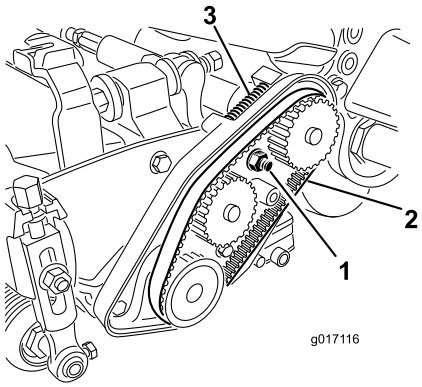

Figur 48
A. Løsn lejehusets monteringsmøtrik (Figur 48).
C. Fjern eventuelt snavs indvendigt i drivremmens kammer og omkring trykfjederen (Figur 48).